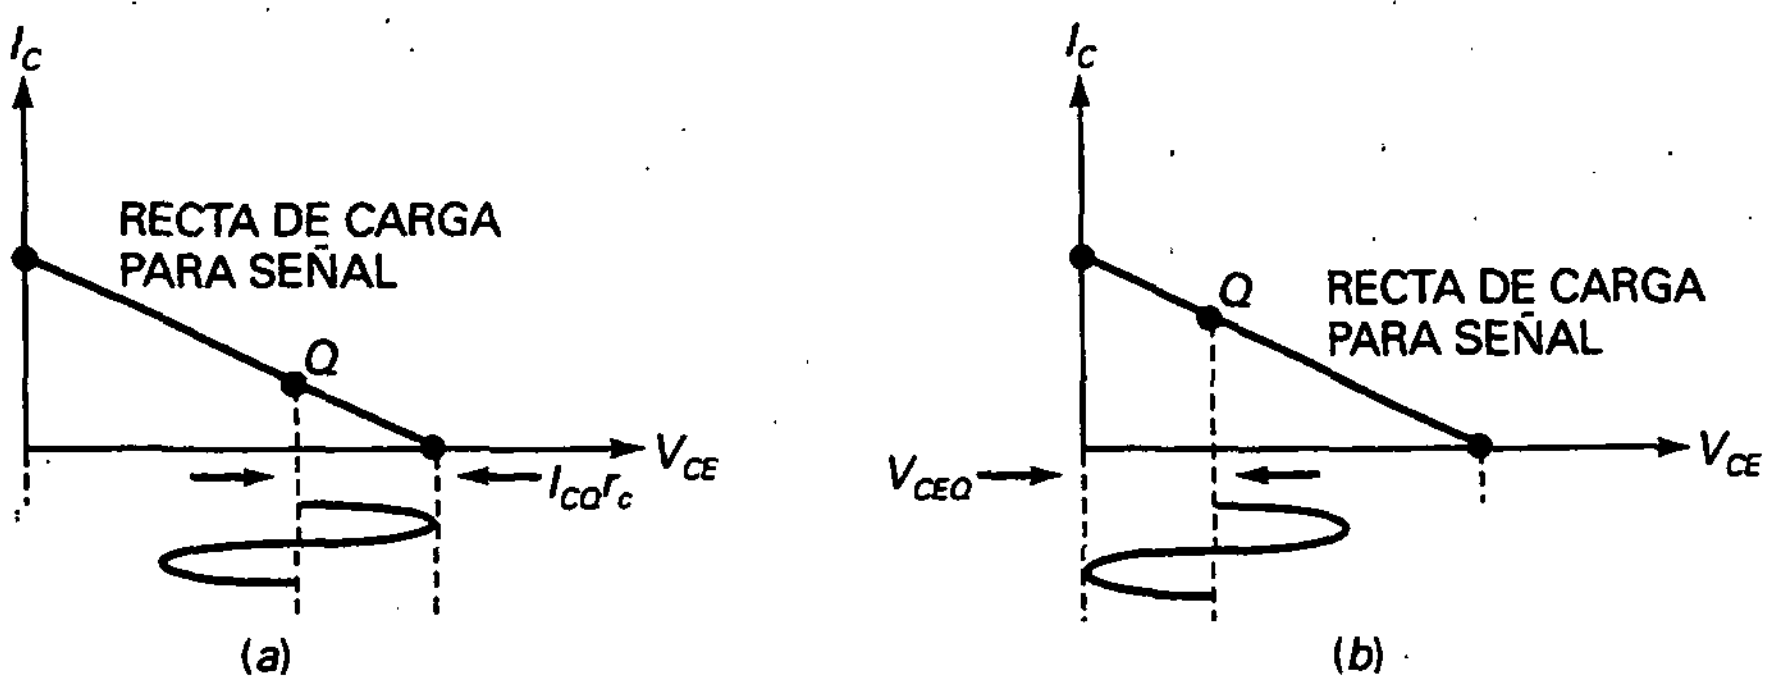

Figura 11-6. Punto Q en el centro de la recta de carga para corriente alterna.
Cuando el punto *Q* está por debajo del centro de la recta de carga para señal, el pico máximo (MP) de salida es $I_{CQ}r_c$, como muestra la Figura 11-6*a*. Por otra parte, si el punto *Q* está por encima el centro de la recta de carga para señal, el pico máximo de salida es V_{CEQ}, como muestra la Figura 11-6*b*.